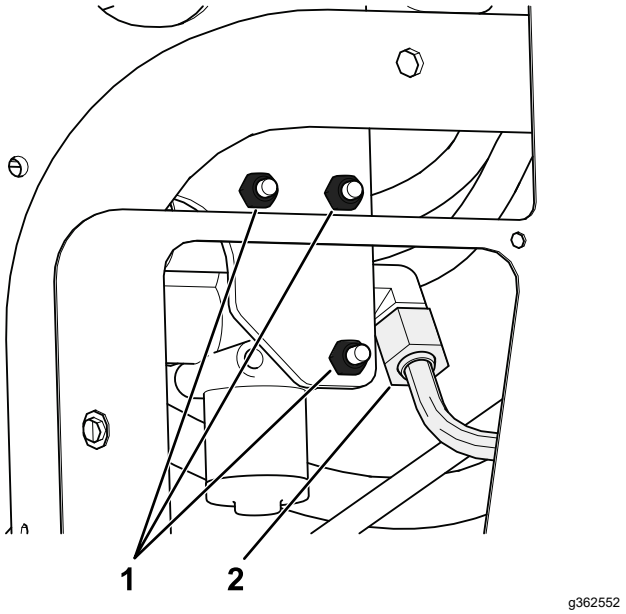

Figura 5
A. Îndepărtați cele 3 șuruburi și piulițe care fixează supapa de ridicare existentă pe cadru și separați-o de cadru pentru a permite îndepărtarea fitingului în T (340-94), așa cum se arată în Figura 5.